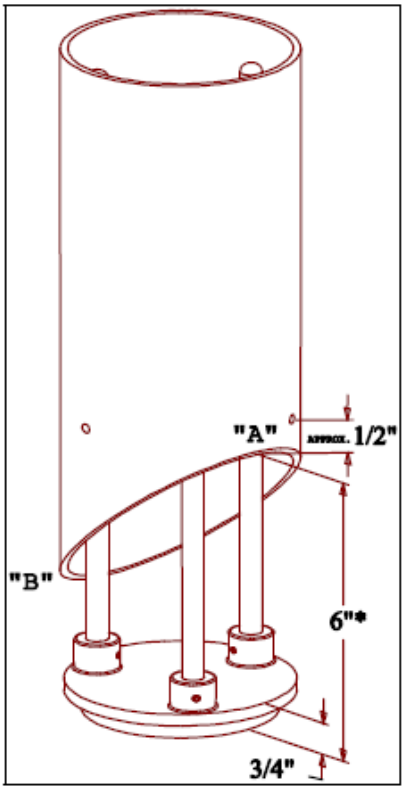

Figure 1
2. Using a # 11 Drill (0.191") - Drill a hole into the fill tube about 1/2" above and 1" to 1 1/16 over from point "A" (see figures 1 and 2). Keep in mind that the OPW Tank Bottom Protector must rest on the bottom of the tank.